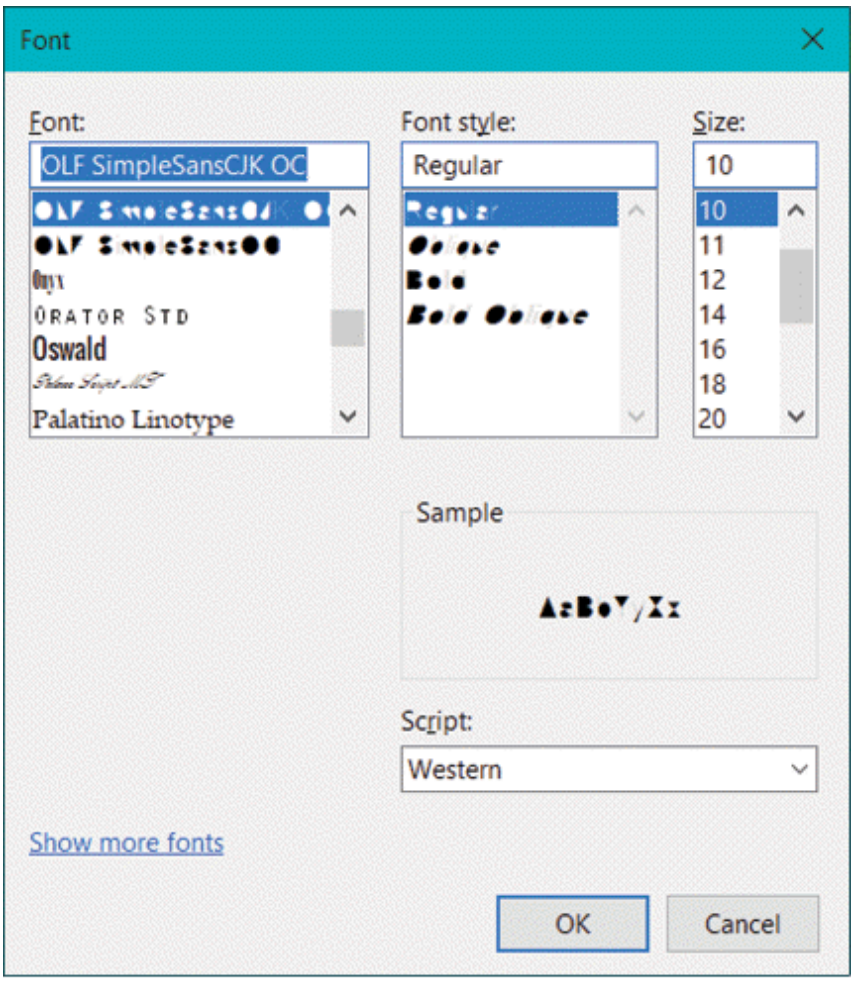

Figure-5. Font dialog box
- Select desired font for dimensions from the drop-down in the **Format** rollout. Click on the **Bold**, **Italic**, **Underline**, and **Filled** buttons to change the text style in dimension, accordingly. Click on the **TrueType Font** button from the rollout if desired font is not in the drop-down. The **Font** dialog box will be displayed; refer to Figure-5. Select desired font from the dialog box and click on the **OK** button. The selected font will be added in the drop-down.